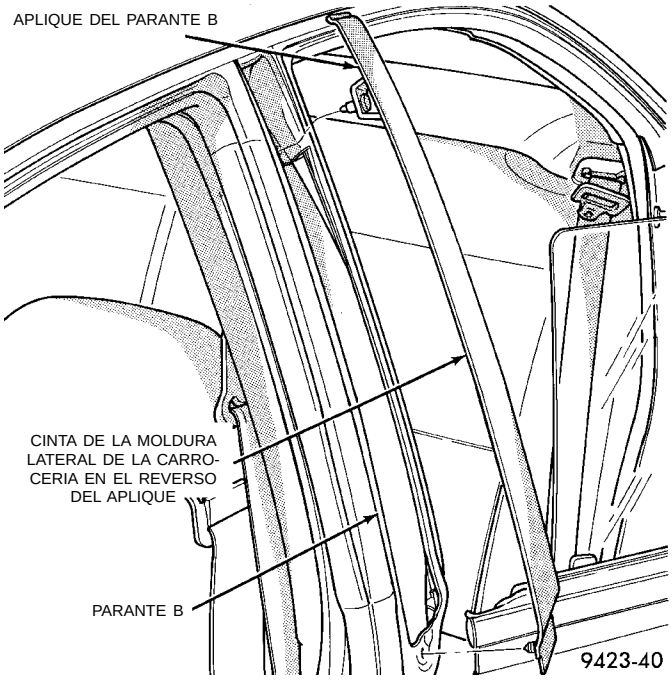

Fig. 43 Aplique del parante B
(1) Abra las puertas para poder acceder a la parte inferior del aplique del parante B.
(2) Desacople el sujetador de presión que fija la parte inferior del aplique al parante B.
(3) Si la temperatura en el área de trabajo es inferior a 21°C (70°F), caliente el aplique para facilitar la separación del adhesivo de la cinta de fijación.
(4) Tire hacia afuera de la parte inferior del aplique para separar la cinta del parante B.
(5) Desacople el sujetador de presión que fija la parte superior del aplique al parante B.
(6) Separe el aplique del vehículo (Fig. 43).